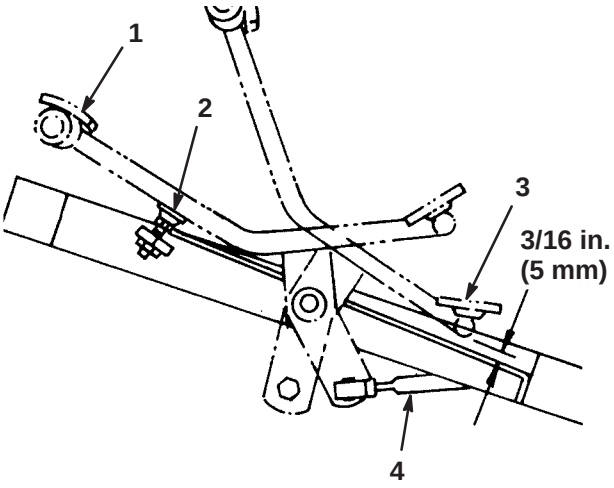

**Figure 48**
1. Press the traction pedal fully forward until the No. 5 section valve spool is completely pulled out. The pedal should contact the pedal stop (Fig. 48).
2. Check the distance between the bottom of the pedal and footrest as shown in Fig. 48. The distance shouId be approximately 3/16 in. (5 mm). If the distance is greater or less than 3/16 in. (5 mm), an adjustment to the traction control rod is required. Proceed as follows:
A. Remove the jam nut and ball joint securing the control rod (Fig. 48) to the traction shaft pivot.